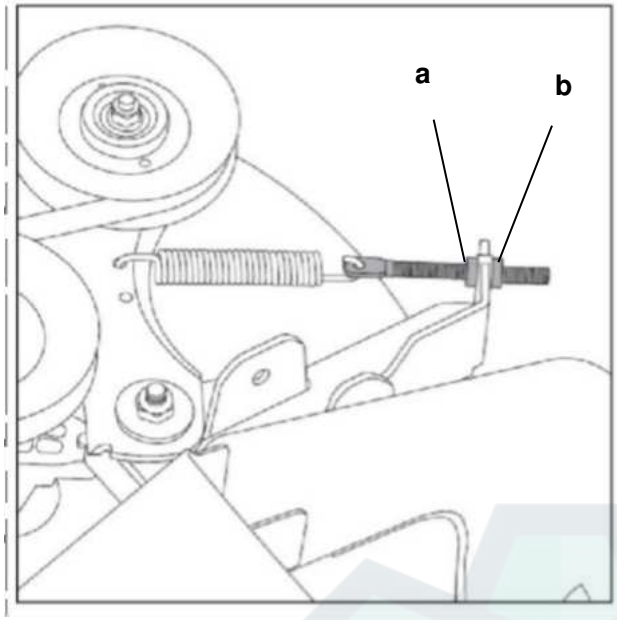

Рис. 26
1. Трос привода деки устанавливается на заводе без выступающей резьбы за контргайкой (b) (Рис. 26).